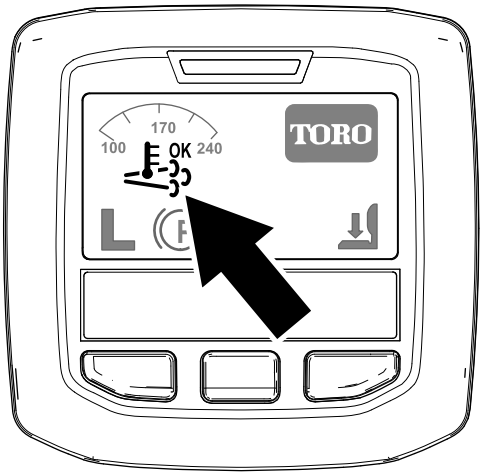

Figuur 43
- Het pictogram ondersteunde regeneratie verschijnt op het InfoCenter (Figuur 43).